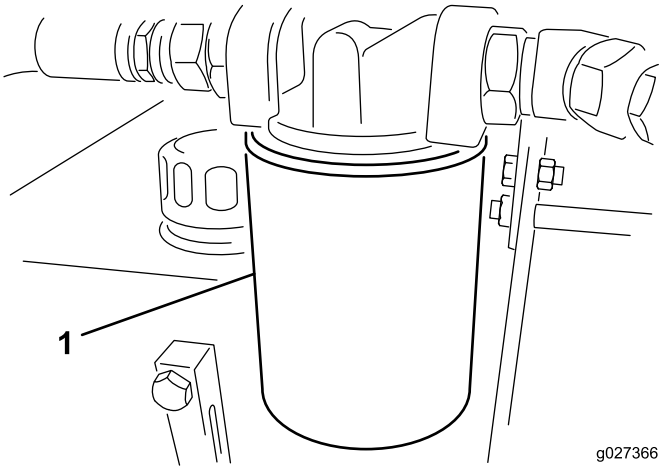

Figur 12
3. Anbring en drænbakke under filteret, og afmonter filteret (Figur 12).